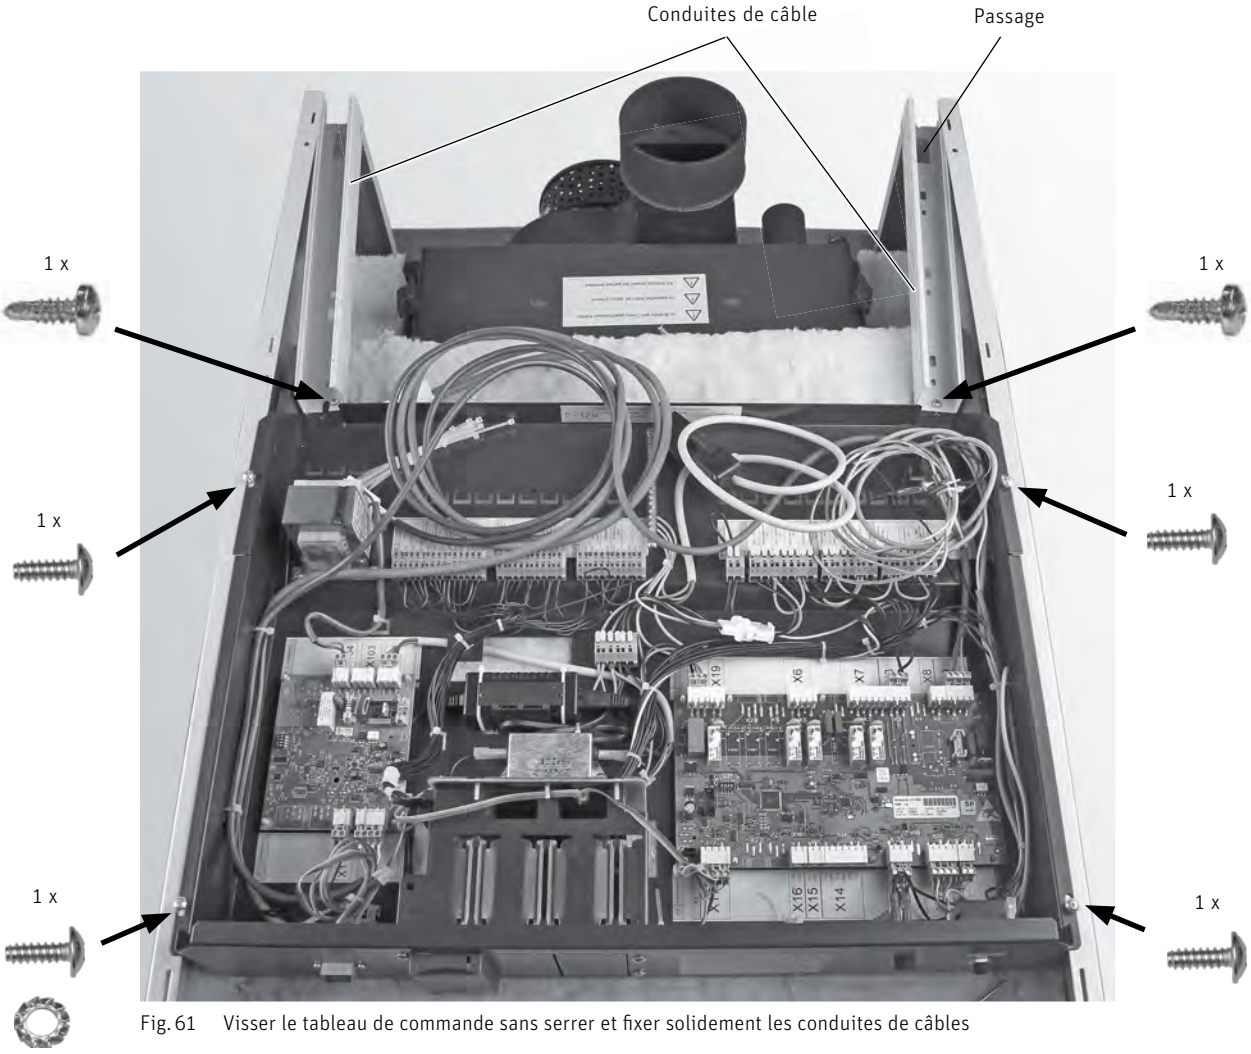

Fig. 61 Visser le tableau de commande sans serrer et fixer solidement les conduites de câbles
- Placer le tableau de commande sur les parois latérales et le fixer de chaque côté avec 2 vis à tôle et 1 rondelle dentée pour la mise à la terre, sans serrer – Fig. 61.